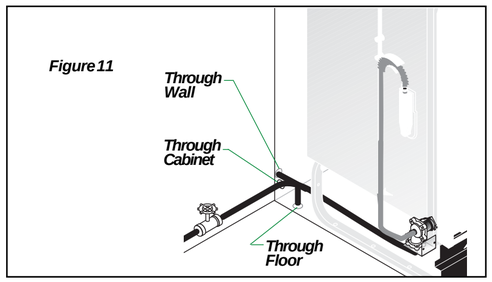

Figure 11
2. Route water line to water inlet valve as shown in **Figure 11.**
5. If water inlet valve clogs, make sure water supply is off. If using a 3/8" NPT valve,remove four (4) screws at inlet end of valve and clean filter screen. If using 3/4" hose thread fitting simply clean filter screen.